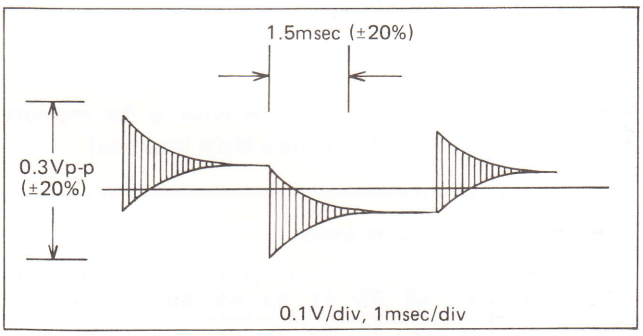

Fig. 2
3) Confirm that waveform is as shown in figure 2.
4) Adjust VR5 if necessary to prevent oscillation or to correct waveform deviation from figure 2 example.